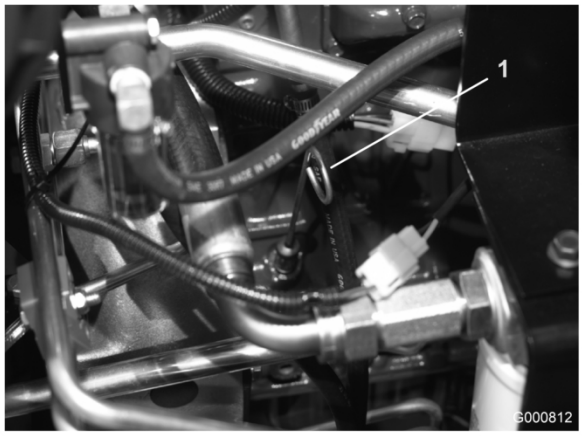

Figura 17
2. Togliete l'asta di livello (Figura 17), pulitela con un panno e reinseritela. Estraetela di nuovo e controllate il livello dell'olio sull'asta: l'olio deve raggiungere la linea di pieno (Full) sull'asta.